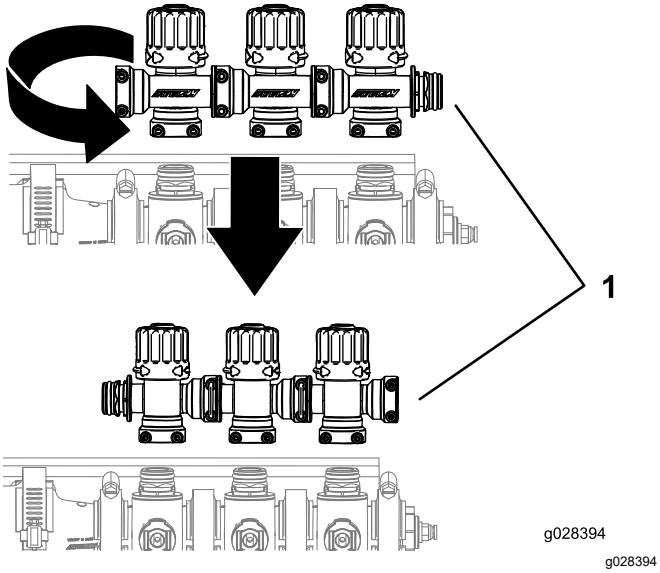

Rysunek 5
4. Obrócić zespół regulacji obejścia o 180 stopni, jak pokazano na Rysunek 5.